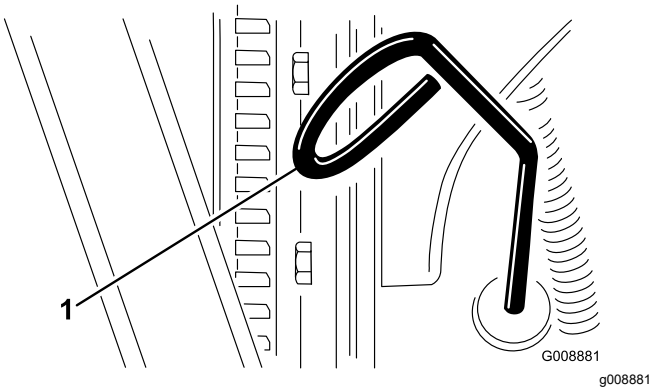

Rysunek 52
2. Wyciągnij bagnet (Rysunek 52) i przetrzyj go czystą szmatką.